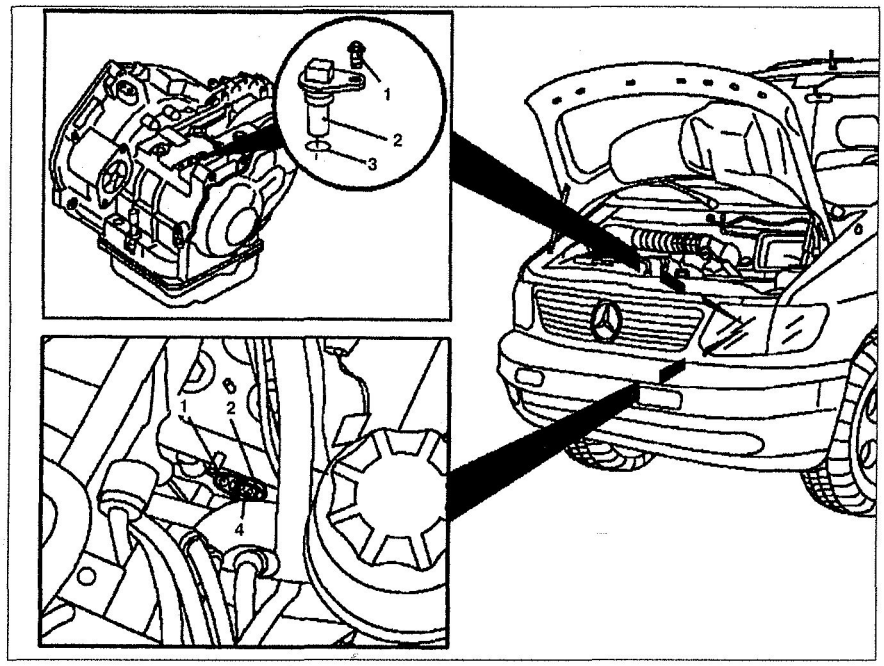

Рис. 6.64. Индуктивный датчик частоты вращения турбины ГТР (автомобили с двигателем 104.900):
2. Отсоедините разъем проводки **4** (см.рис.6.64).